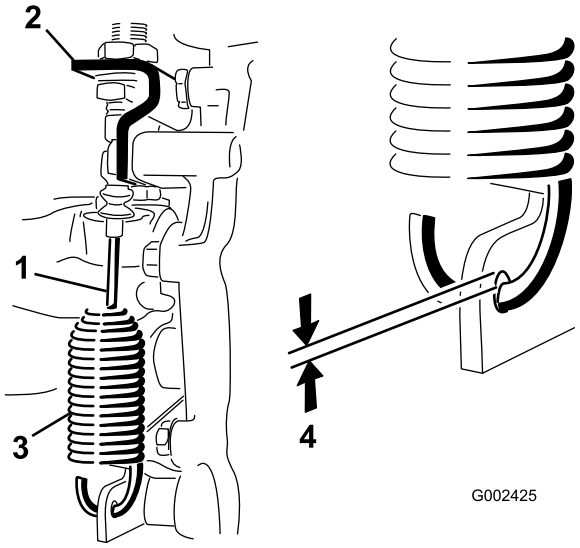

Figuur 52
2. Draai de contramoeren los waarmee de kabel van de differentieelgrendel vastzit aan de beugel op de transaxle (Figuur 52).